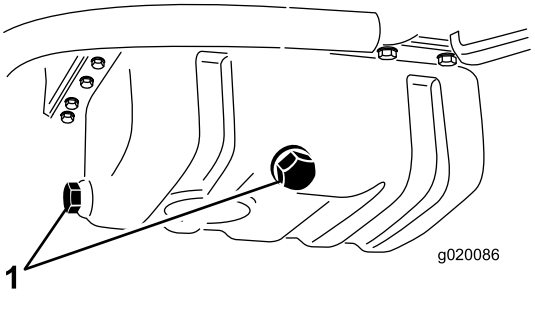

**Figur 56**
2. Ta bort en av avtappningspluggarna (Figur 56) och låt oljan rinna ned i ett avtappningskärl. Sätt på avtappningspluggen igen när oljan har slutat att rinna.